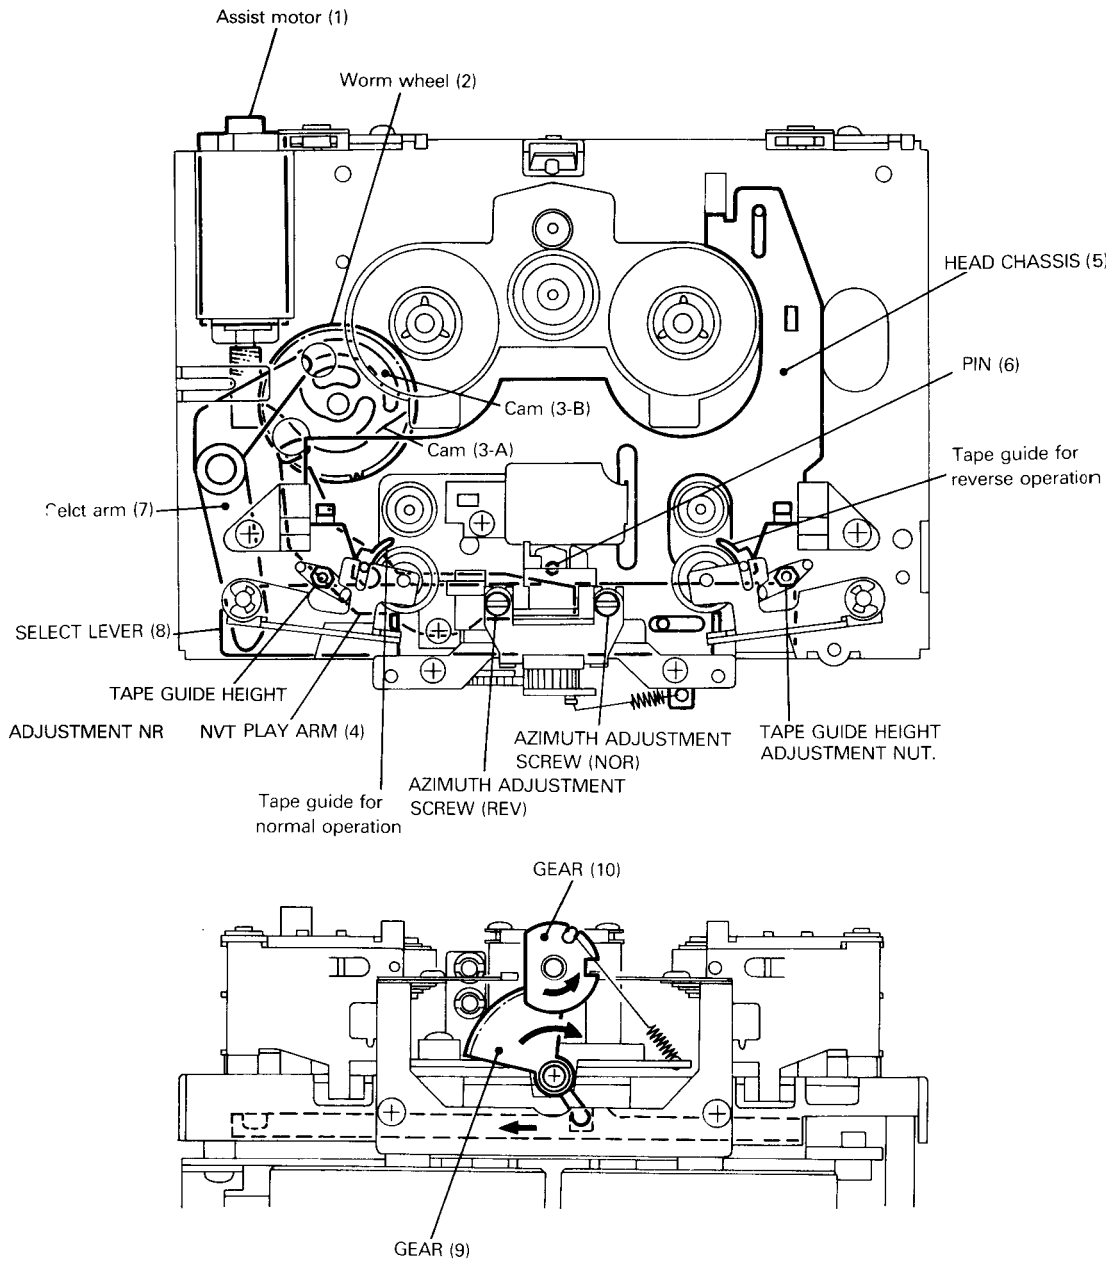
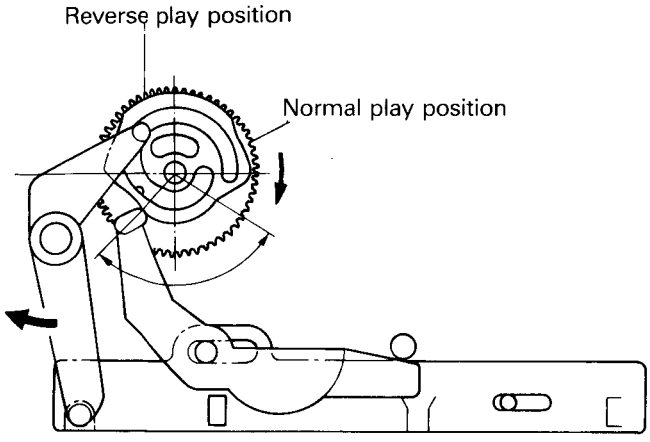

Fig. 18
Fig. 19
Fig. 19 shows that the mechanism is on standby for reverse mode. To set this condition to normal stop mode (press the DIRECTION button when the mechanism is in the stop position), the assist motor rotates, turning the worm wheel (2) 100°. The head is now rotated. The select arm (7) is shifted in the direction of the arrow by the cam (3-B) formed in the worm wheel, the select lever (8) is slid, the head reverse gear (9) rotates as shown in Fig. 18 and the head gear (10) is rotated by 180° to reverse the head. The contact (11) which is attached to the wrom wheel on the reverse side of the cam comes into contact with switch P.W.Board (12) to detect the worm wheel (2) position.